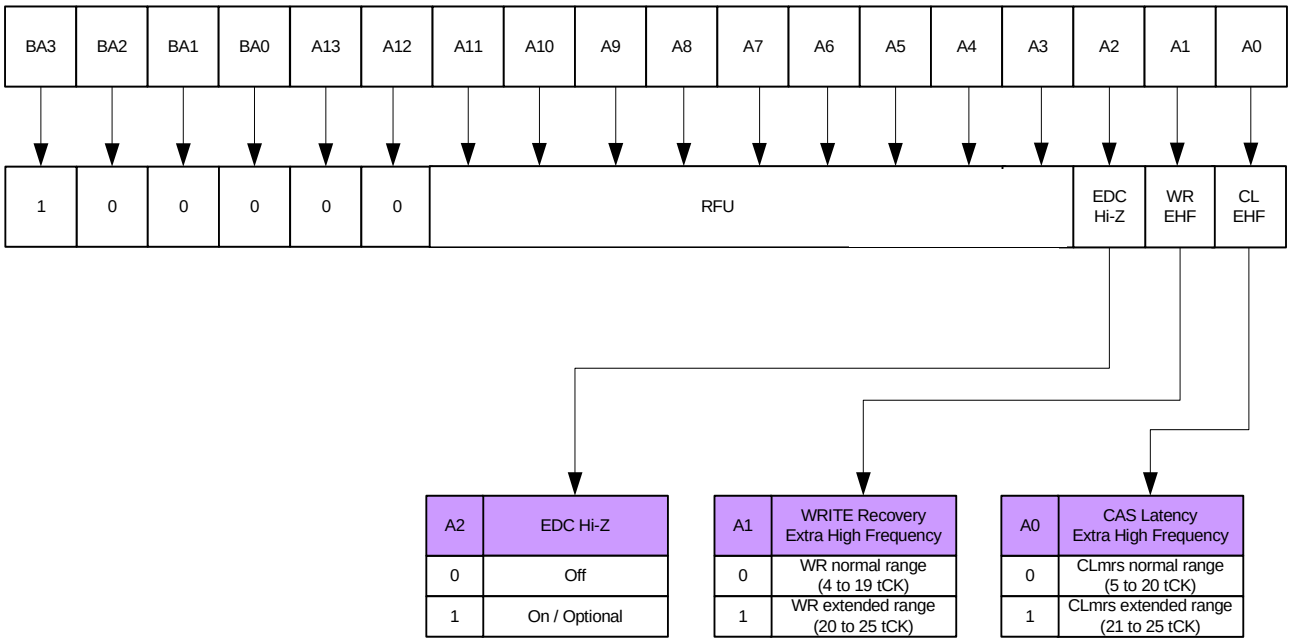

Figure 34: Mode Register 8 (MR8) Definition
Mode Register 8 defines extensions to CAS latency (CLmrs) and Write Recovery (WR) as shown in Figure 34. The register is programmed via the MODE REGISTER SET (MRS) command with BA0=0, BA1=0, BA2=0 and BA3=1.